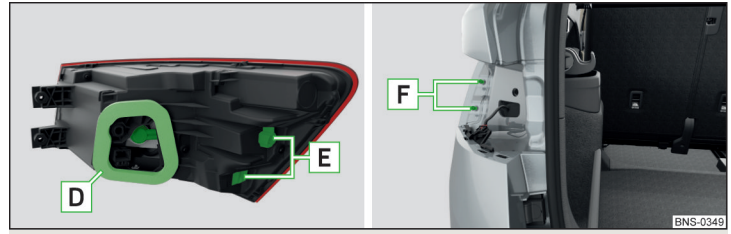

Fig. 315 **Montar la lámpara**
› Colocar las luces con las aperturas E en los pernos F » fig. 315 en la carrocería y presionar con cuidado la luz ».
■ Considerar que en la reinstalación de las luces del grupo de conductos entre la carrocería y las luces no se aprisionen, y que la junta D » fig. 315 es colocada correctamente - de lo contrario existe el peligro de la entrada de agua y del daño de la instalación eléctrica.